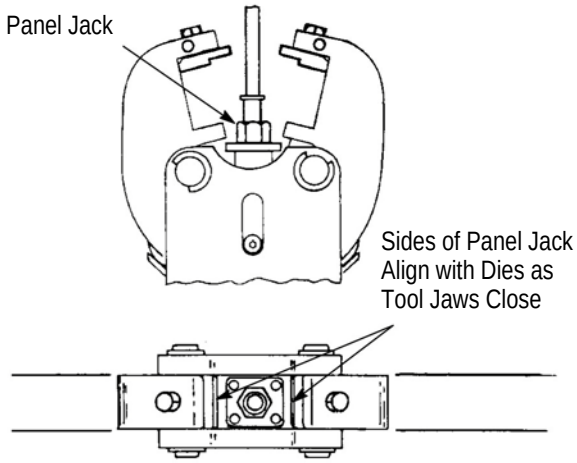

*Figure 9*
— if crimping a panel jack to the cable, the sides of the panel jack should align with the tool jaws as shown in Figure 9
3. Support the cable-and-connector assembly, and squeeze the tool handles to complete the crimp as shown in Figure 9.